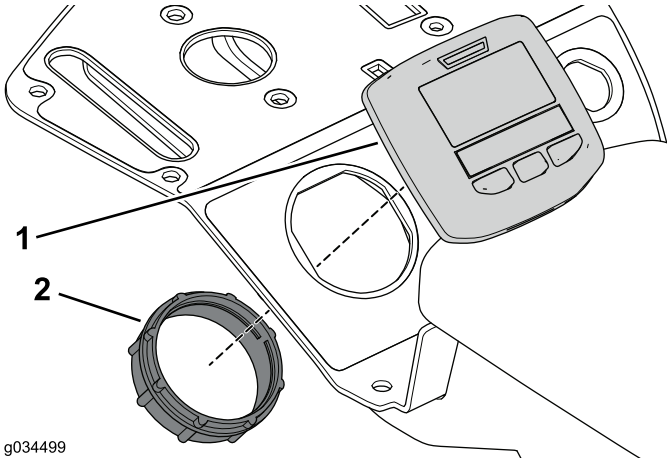

**Figura 28**
3. Utilize o anel de retenção para fixar o visor ao conjunto da consola (Figura 28).